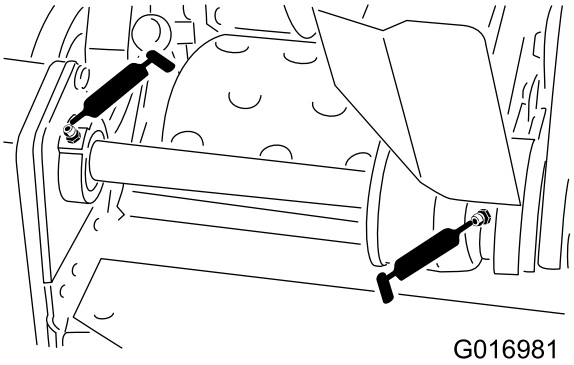

**Figura 23**
- 2 nos rolamentos do contra-eixo do cilindro (Figura 23)